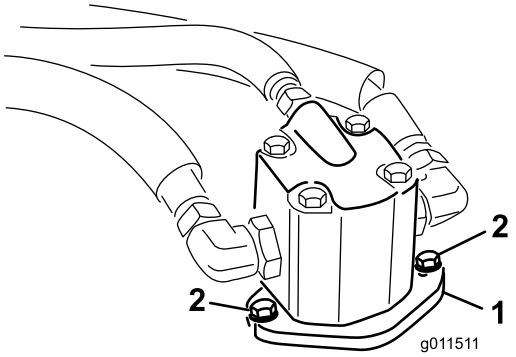

Figura 71
4. Retire os parafusos que fixam o motor hidráulico à unidade de corte (Figura 71). Levante o motor da unidade de corte e coloque-o na zona superior da unidade de corte.